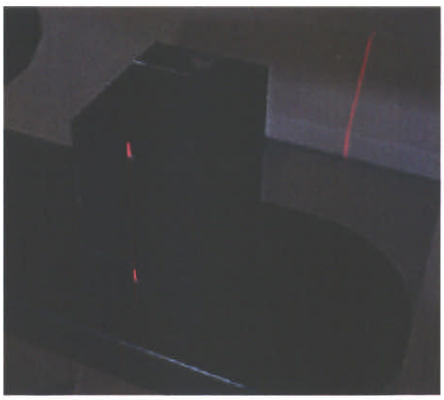

Figure 5-9 Room Lasers
6. Coarsely align the phantom using the room lasers (*Figure 5-9 Room Lasers, page 18*). Align the yaw axis with extra care since yaw can not be automatically aligned using couch. Install the 35 mm collimator.